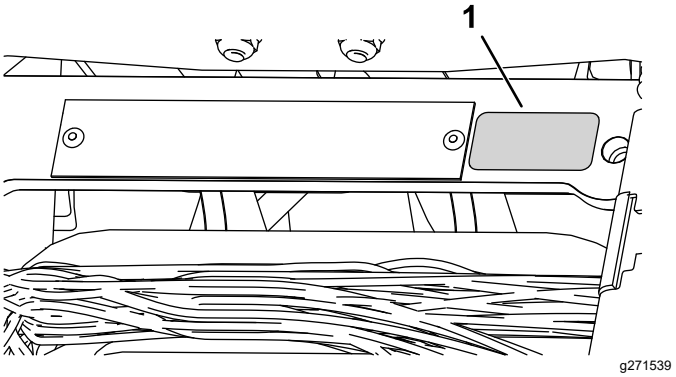

Figuur 9
- Breng de sticker met het productiejaar aan bij het plaatje met serienummer (Figuur 9).